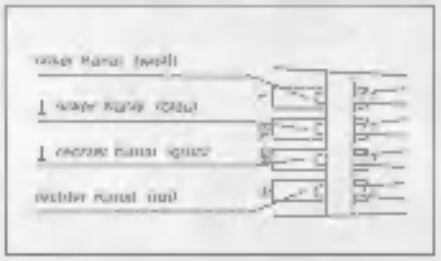

Fig. 15
3. Die Anschlüsse am Systemträger sind gekennzeichnet, die Anschlußlitzen sind farbig (Fig. 15). Verbinden Sie die Anschlußlitzen des Systemträgers mit den entsprechenden Anschlußstiften des Tonabnehmersystems.